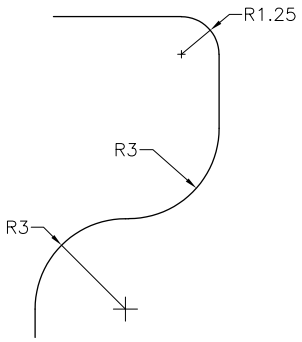

Figure 17-27 *Dimensioning of arcs*
20. For dimensioning a circular arc, letter R is added before the radius dimension, as shown in Figure 17-27. Also, the center of the arc should be indicated by a small cross. You can use the **DIMCEN** variable in AutoCAD to control the size of the cross. If the value of this variable is 0, AutoCAD does not draw the cross in the center when you dimension an arc or a circle.